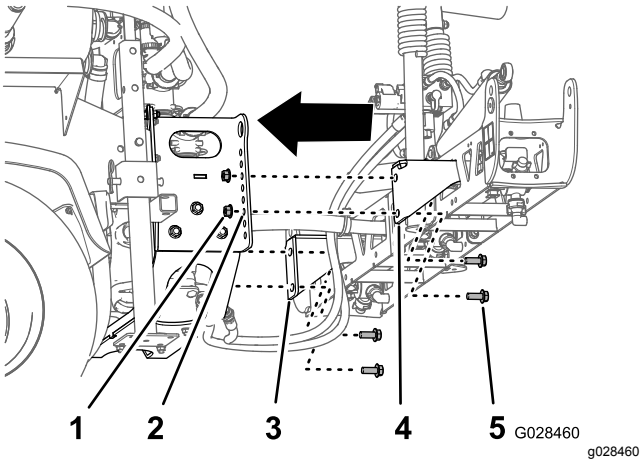

Figur 39
2. Rett inn det nederste hullet i monteringsbraket-tene til den midtre bommen med det tredje hullet fra bunnen av i bomstøttene på sprederens glideramme, som vist i Figur 39.